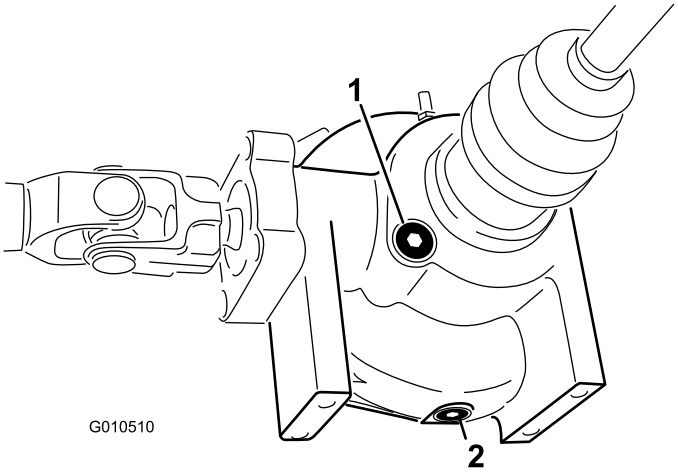

**Figur 49**
2. Rengør området rundt om aftapningsproppen på siden af differentialet (Figur 49). Anbring en dræningsbakke under aftapningsproppen.